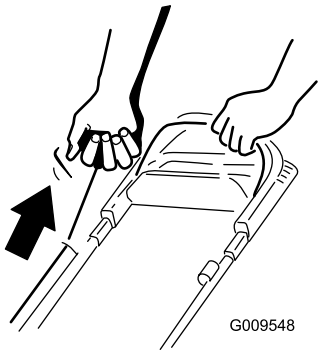

Figur 14
2. Trekk i tilbakespolingshåndtaket (Figur 14).
Merk: Når du drar i tilbakespolingsstarteren, skal du først dra lett til du føler motstand og deretter dra kraftig til (Figur 14). La snoren gå sakte inn på spolen igjen.